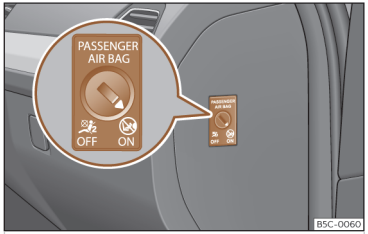

Abb. 29 Schlüsselschalter zum Ein- und Abschalten des Beifahrerairbags.
- Den Schlüsselbart in den für die Abschaltung des Beifahrerairbags vorgesehenen Schlitz einstecken ››› **(Abb. 29)**. Dabei sollte der Schlüssel etwa zu 3/4 seiner Länge bis zum Anschlag eingeführt werden.